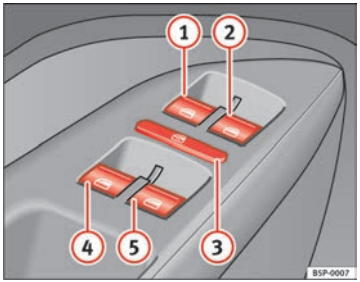

Fig. 69 Detail of the driver door: controls for the front and rear windows
The buttons ⇒ page 113, fig. 69 (1) and (2) have two levels for opening the window and two for closing it. This makes it easier to open and close windows to the desired position.